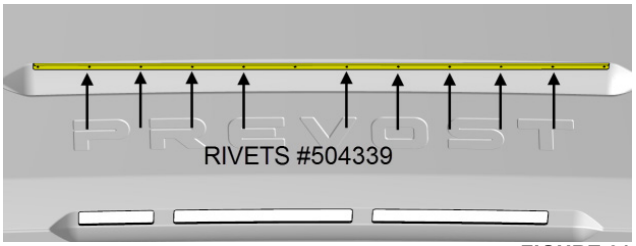

FIGURE 31
9. Fasten drip edge using nine (9) rivets #504339 as shown on FIGURE 31. Use a 9/64" drill bit.